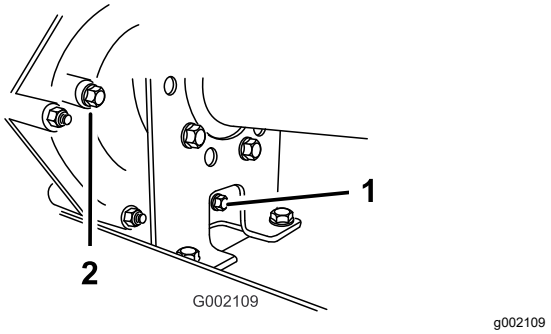

Figur 62
2. Rengör området kring påfyllnings- och avtappningspluggarna med hjälp av en trasa (Figur 62).
4. Ta bort påfyllningspluggen genom att vrida den motsols (Figur 62).
5. Ta bort avtappningspluggen genom att vrida den motsols (Figur 62).
6. Sätt i och dra åt avtappningspluggen och packningen i transmissionens avtappningsplugghål (Figur 62).
7. Fyll på behållaren (Figur 63) genom påfyllningshålet med cirka 1,4 liter angiven vätska eller tills vätskenivån i transmissionen är i nivå med gängornas nederkant (Figur 62).
8. Sätt i och dra åt påfyllningspluggen och packningen i transmissionens påfyllningsplugghål (Figur 62).
10. Kontrollera vätskenivån och fyll på vätska om nivån inte är i nivå med påfyllningspluggens gängor (Figur 62).